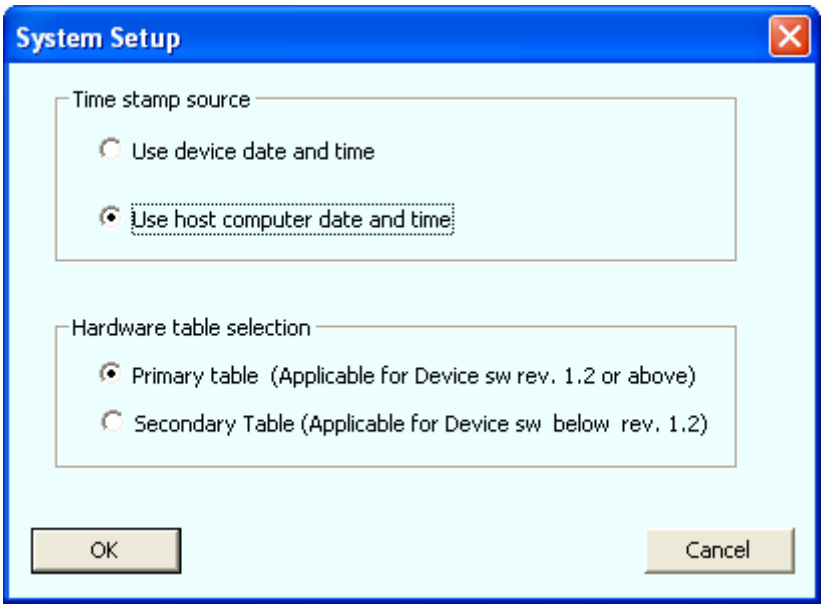

Figure 15 : System Setup
1. On the menu bar, click **Settings** menu and then click **System Setting** sub menu. The System Setup dialog appears (Figure 15).